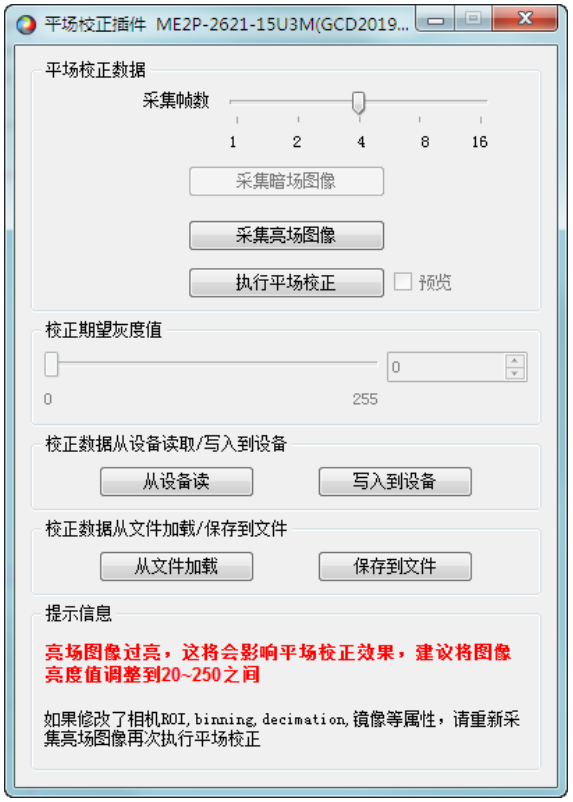

图 9-9 亮场图像过亮
5) 如果采集的亮场图像亮度大于 250 时，会在提示框中提示采集的亮场图像会影响平场校正效果，如图 9-9 所示，在这种情况下，建议您调整图像亮度在 20~250 之间，而后重新采集亮场图像。